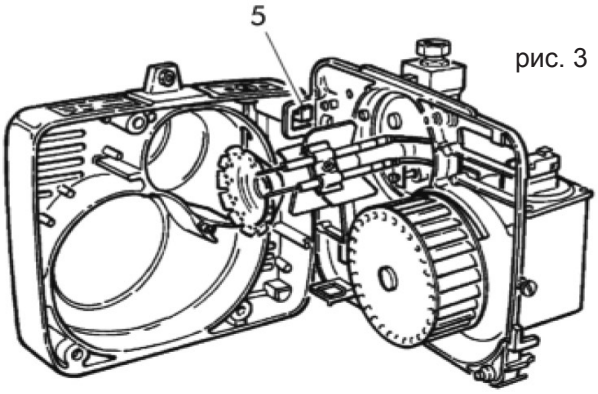

рис. 3
- Поместите плиту компонентов в рабочее положение (5) и выполните техобслуживание головки горения (рис. 3).